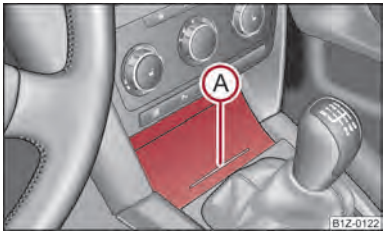

Fig. 79 Front centre console: Storage compartment
– Press on the bottom part of the storage compartment in the area Ⓐ ⇒ fig. 79 - the lid opens.